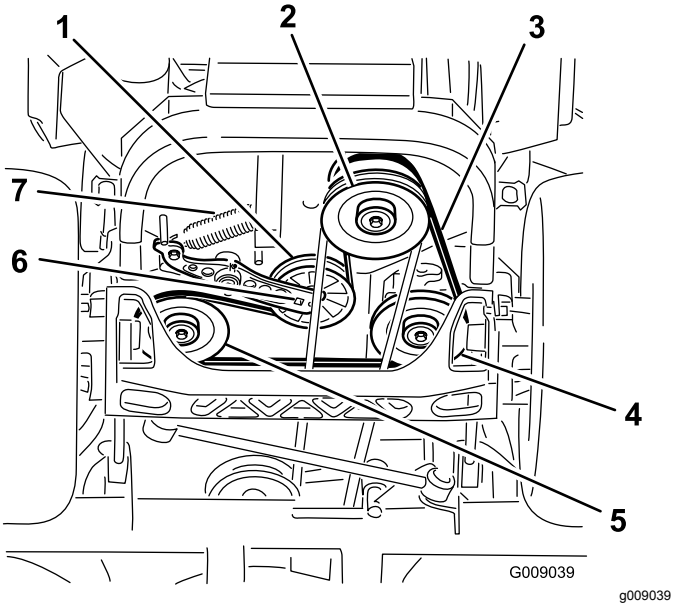

Figuur 75
4. Breng de machine omhoog en ondersteun ze met assteunen (Figuur 75).
5. Gebruik een ratelsleutel in de vierkante opening in de arm van de spanpoelie om de veer te verwijderen (Figuur 75).
6. Haal de veer van de arm van de spanpoelie (Figuur 75).
9. Gebruik een ratelsleutel in de vierkante opening in de arm van de spanpoelie om de veer aan het frame te bevestigen (Figuur 75).